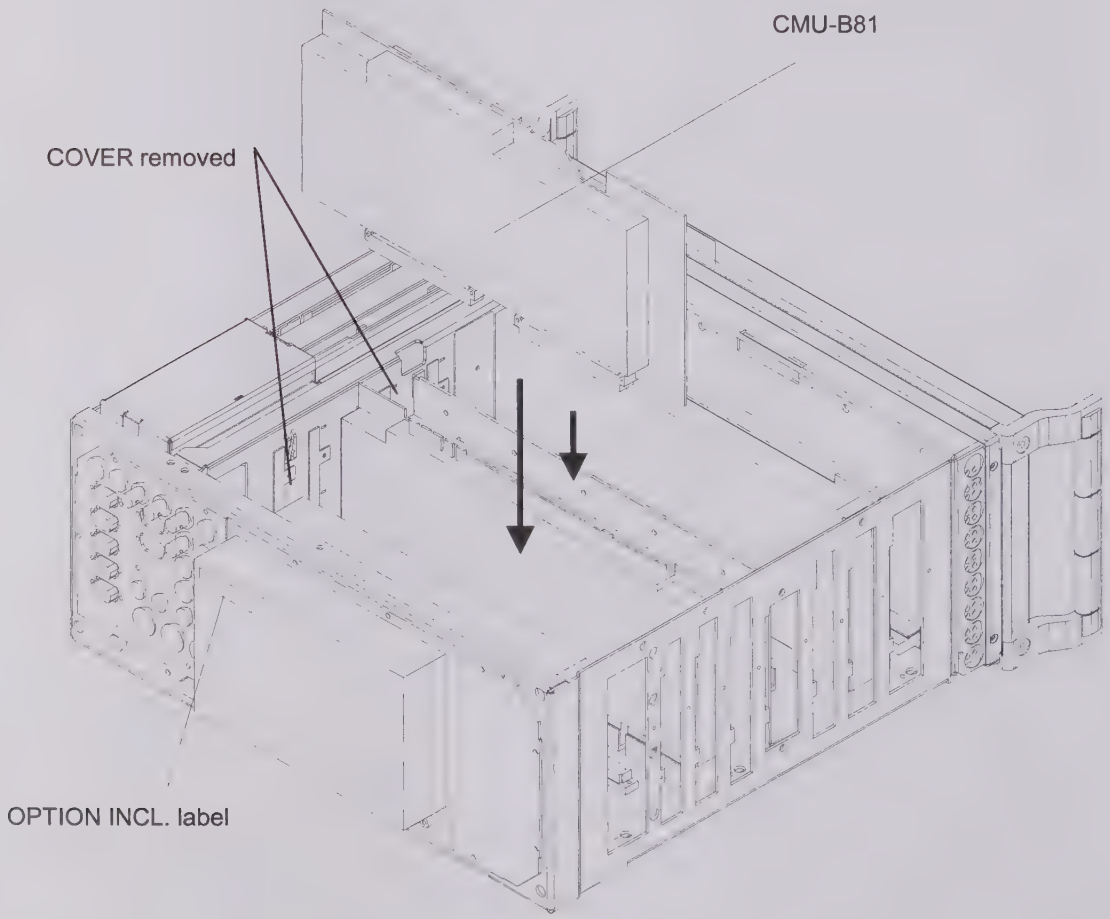

**Fig. 3**
***Caution:*** *Prior to installation, check whether the connectors of the module fit into the 5th or 8th slot of the motherboard of as seen from the front panel. Depending on the result of this check, proceed according to items 2.1 and 2.2.*
2.1 Remove the cover of the ventilation opening in the partition of either the 5th or 8th slot as seen from the front panel (Fig. 3).
2.2 Insert CMU-B81 either into the 5th or 8th slot as seen from the front panel (Fig. 3).